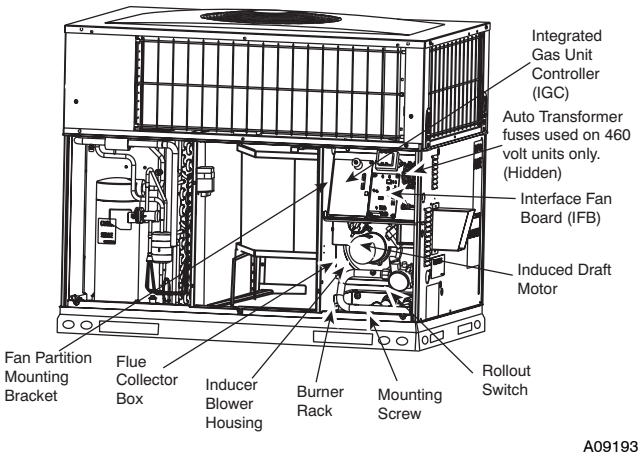

Fig. 22 - Blower Housing and Flue Collector Box
2. Remove the 11 screws holding the flue collector box cover (See Fig. 22) to the heat exchanger assembly. Inspect the heat exchangers.
Unit is equipped with a direct spark ignition 100 percent lockout system. Ignition module (IGC) is located in the control box (See Fig. 22). Module contains a self-diagnostic LED. During servicing, refer to label diagram or Table 8 in these instructions for LED interpretation.
5. Remove fan partition mounting bracket (2 screws located on the left side of control compartment on the fan partition panel). Slide bracket forward, bottom first, to remove. (See Fig. 22.)
7. Remove the mounting screw that attaches the burner rack to the unit base (See Fig. 22).
8. Partially slide the burner rack out of the unit (see Fig. 22 and 25). Remove ignitor and sensor wires at the burner assembly. Remove wires to rollout switch.
9. Slide the burner rack out of the unit (See Fig. 22 and 25).